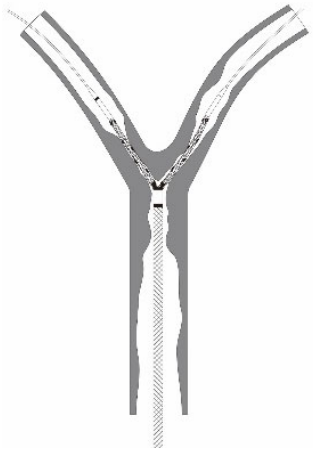

図 2. 目的部位への送達位置
4) Ｘ線透視下で、連結部のステント造影マーカーがデリバリーシステムのリングマーカーを通過するまでドルフィンハブをゆっくりとグリップ側に押し進める。その際、連結部のステント造影マーカー及び脚部遠位側のステント造影マーカーを確認しながら目的部位にステントを送達させる(図 2) 。